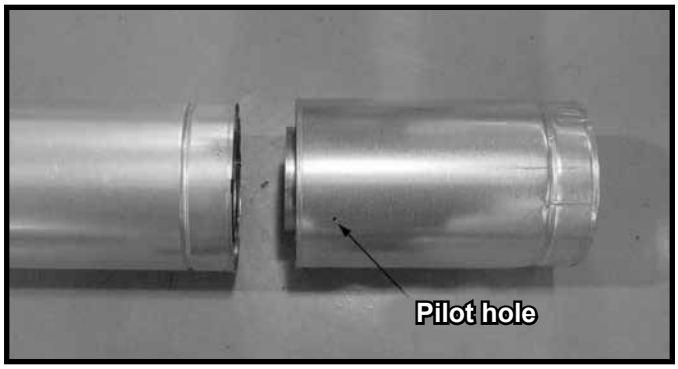

**Figure 7.5 Slip Section Pilot Holes**
- Slide the inner flue of the slip section into the inner flue of the pipe section and the outer flue of the slip section over the outer flue of the pipe section. See Figure 7.5.